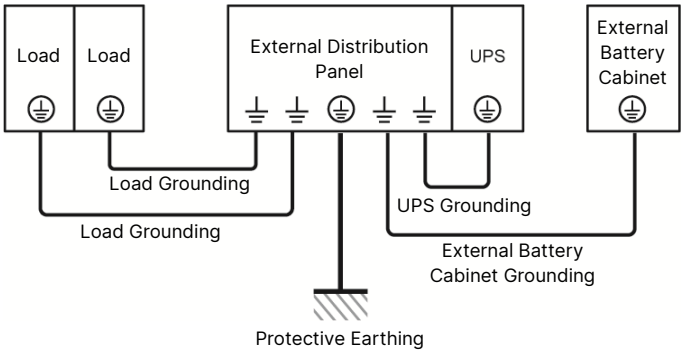
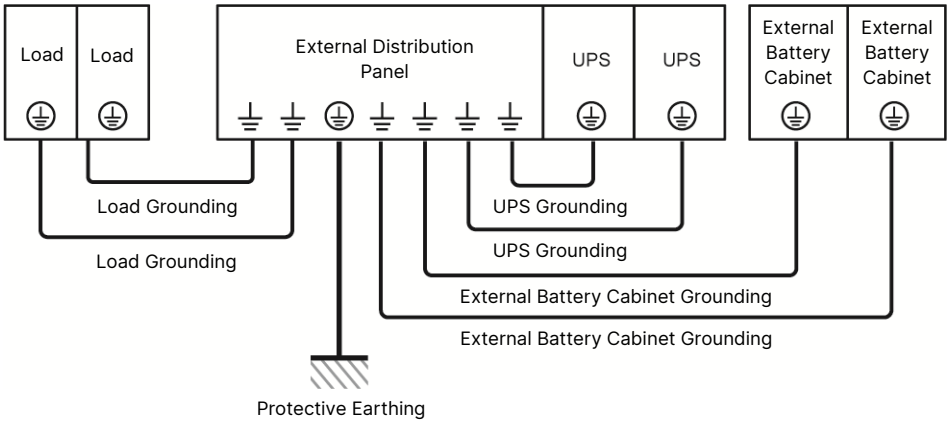

Figure 5-31: Grounding Diagram_ Single Unit
Figure 5-34: Grounding Diagram_ Parallel Units
Follow Step 8 mentioned in *5.5.3.1 Single Input (Single Unit)* and refer to *Figure 5-34* to ground the UPS, external battery cabinet(s) and connected critical loads.
For single input, follow Step 1 ~ Step 8 mentioned in *5.5.3.1 Single Input (Single Unit)*. As for the grounding diagram, please refer to *Figure 5-34* rather than *Figure 5-31*.
For dual input, follow Step 1 ~ Step 4 mentioned in *5.5.3.2 Dual Input (Single Unit)*. As for the grounding diagram, please refer to *Figure 5-34* rather than *Figure 5-31.*
- For the external battery cabinet's grounding information, please refer to *Figure 5-31* and *Figure 5-34*.